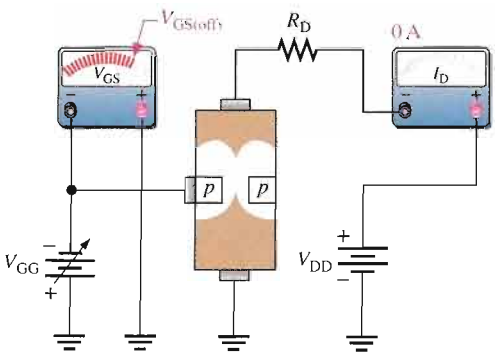

FIGURE 7–9
The basic operation of a p-channel JFET is the same as for an n-channel device except that a p-channel JFET requires a negative V_{DD} and a positive V_{GS}, as illustrated in Figure 7–10.
▶ **FIGURE 7–10**